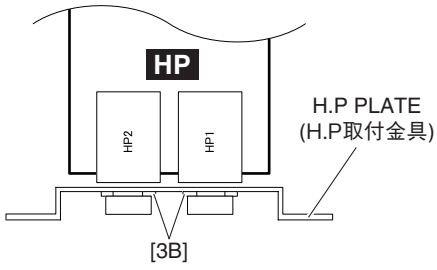

Fig. 10（図10）
15-2 Remove the two (2) nuts marked [3B]. The HP circuit board can then be removed from the H. P plate. (Fig. 10)
15-2 [3B] のナット 2 個を外して、H.P 取付金具から HP シートを外します。(図 10)